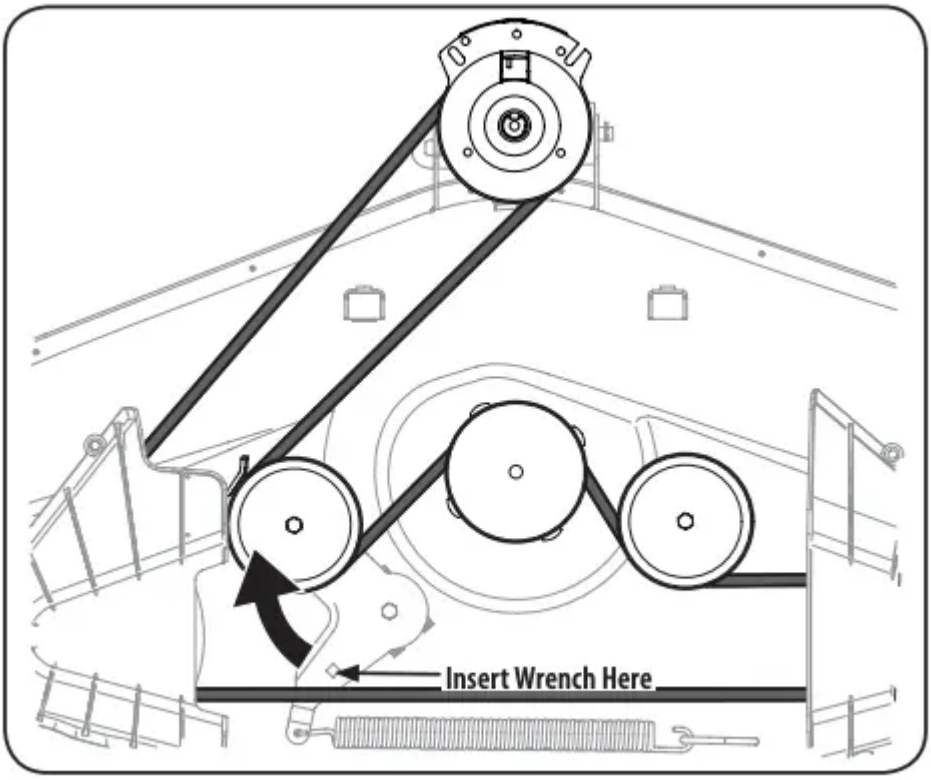

Figure 28
- c. Working on the right side of the tractor, insert a 3⁄8” drive ratchet wrench, set to tighten, into square hole found on the idler bracket. See Figure 28.
2. Use the wrench to pivot the deck drive pulley forward. See Figure 28.